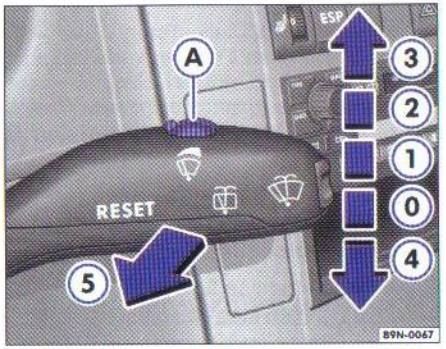

Fig. 27 Manetă pentru acţionarea ştergătoarelor
Maneta de acţionare a ştergătoarelor ⇒ fig. 27 are următoarele poziţii:
La autovehiculele echipate cu senzor pentru ploaie, pauzele dintre ştergeri la funcţia de ştergere temporizată vor fi comandate în funcţie de cantitatea de apă. De la comutatorul ⇒ fig. 27 (A) din maneta de acţionare a ştergătoarelor se poate regla sensibilitatea senzorului. După luarea contactului, senzorul de ploaie trebuie activat din nou. Pentru aceasta, opriţi sau porniţi ştergerea temporizată sau modificaţi sensibilitatea senzorului, de la comutatorul (A) din maneta ştergătoarelor.